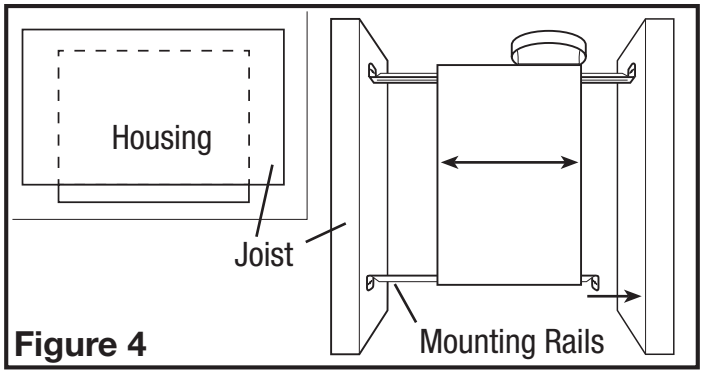

Figure 4
1. **Mounting Rail Installation:** Install the rails on the housing and position the housing next to the joist. Line up housing so it will be flush with the finished ceiling. Secure the ends of the rails with screws or nails (not included) to the joists and slide housing into final position **(Figure 4).**
1. **Mounting Rail Installation:** Set housing in position between the joist and trace an outline onto the ceiling material **(Figure 6)**. Set housing aside and cut opening, being careful not to cut or damage any electrical or other hidden utilities. Install the rails on the housing and position the housing in the previously cut hole so that it is flush with the finished ceiling. Secure the ends of the rails to the joists with screws or nails (not provided) to ensure proper installation **(Figure 4).**